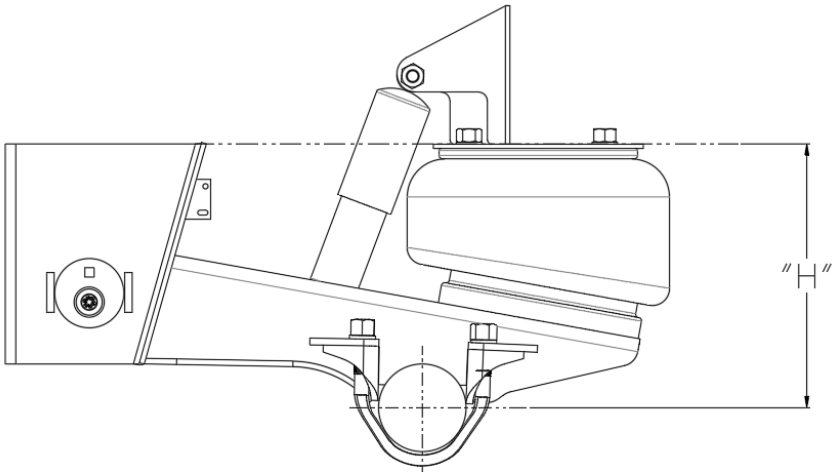

Figura 1. Altura de manejo "H" (vista lateral)
- Revisar que la altura de manejo de la suspensión sea la adecuada (Ver figura 1)
- La altura de manejo debe estar ajustada correctamente (Figura 1)